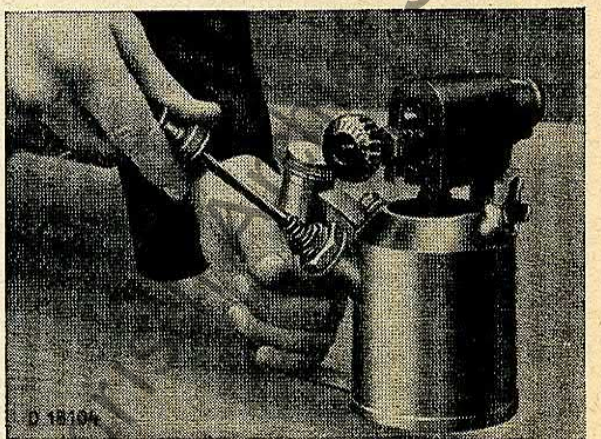

Bild 5: Herausnehmen des Pumpenkolbens
6. Pumpe wirkt ungenügend: Kolben herausziehen (Bild 5), Kolbenleder 20 etwas nach außen biegen und einseifen, wenn nötig erneuern.